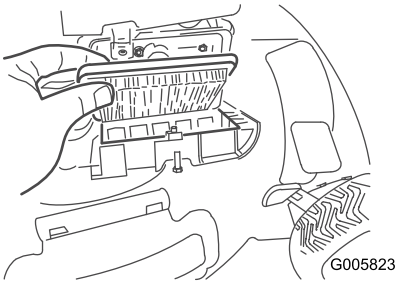

Rysunek 21
1. Otwórz pokrywę filtra powietrza, używając wkrętaka (Rysunek 21).